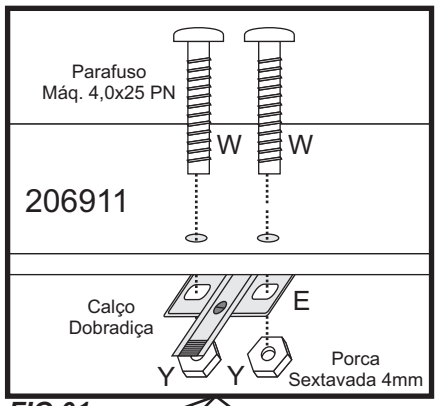

FIG 01
1 - Fixar o calço dobradiça na peça 206911, usando parafuso máq. 4x25 PN(W) junto com porca sextava (Y).***FIG 01***